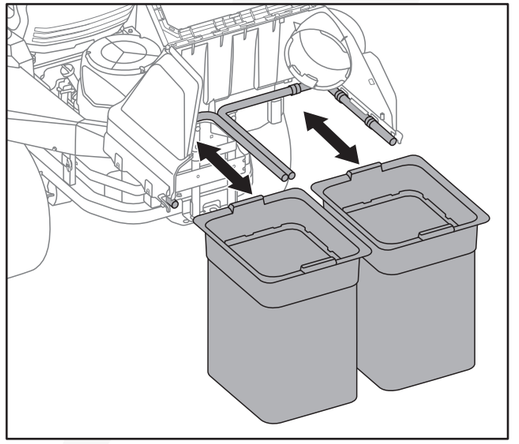

Fig. 9
3.Slide the two grass catching bags along the track in or out to assemble or disassemble. (Fig. 9)